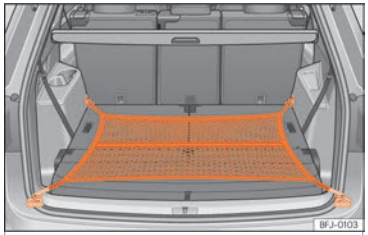

Fig. 163 Nel bagagliaio: tasca a rete agganciata a livello del piano.
- Fissare i ganci della rete agli occhielli di ancoraggio anteriori ››› fig. 163 ››› ⚠. La cerniera della tasca dev'essere rivolta verso l'alto.
- Fissare i ganci all'altra estremità della tasca a rete negli occhielli di ancoraggio situati sotto la soglia di carico ››› fig. 163.